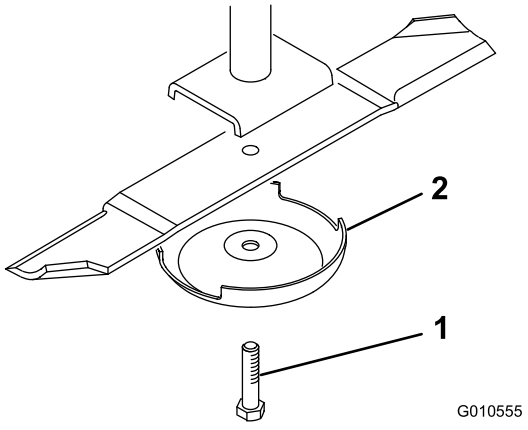

**Figur 6**
1. Tag fat i enden af skærekniven med en tyk foret handske. Fjern knivbolten, antiskalperingsskålen og skærekniven fra spindelakslen (Figur 6).